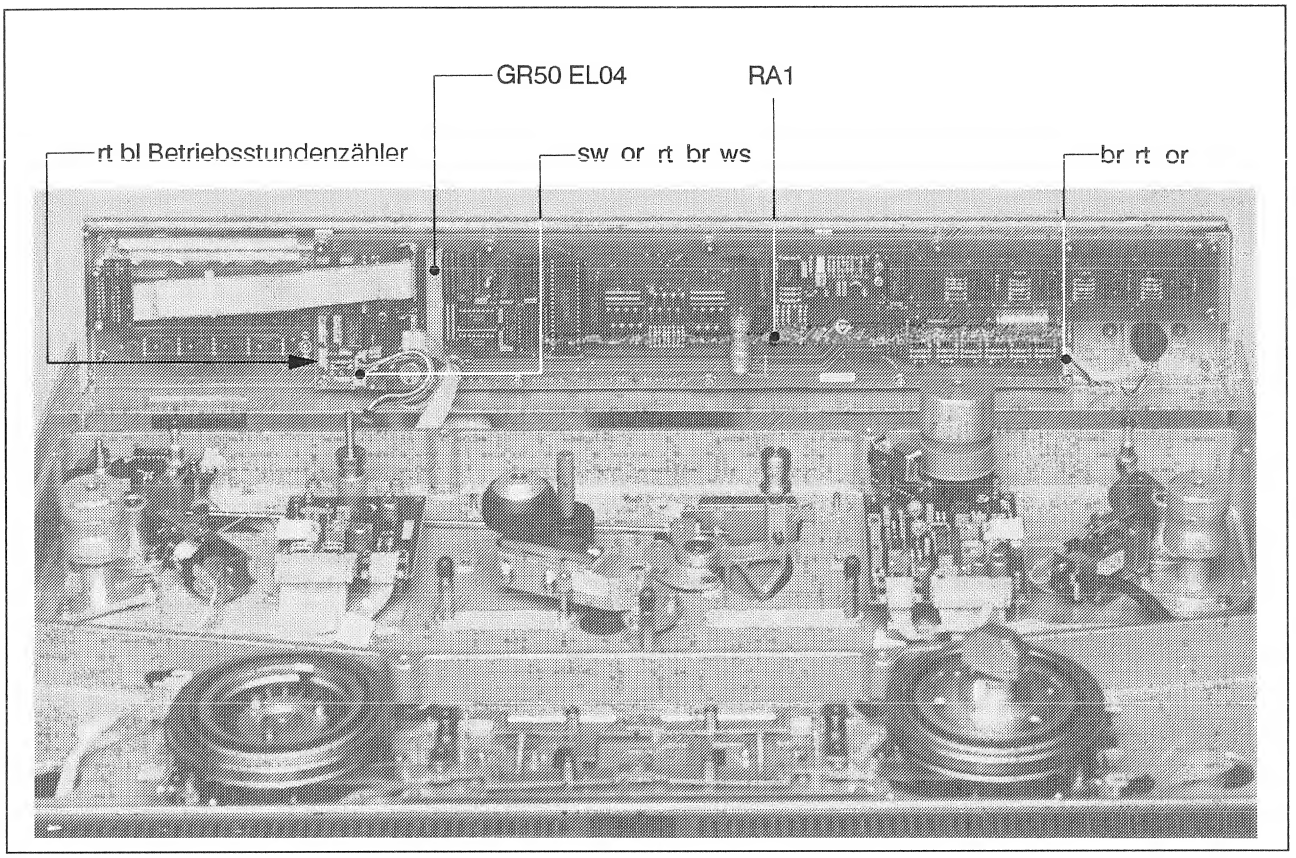

Fig. 3.4.55
- Bedienpanel leicht nach vorne ziehen und hochfahren, Siehe Fig. 3.4.55
Montage in umgekehrter Reihenfolge wobei die Anschlüsse nach Fig. 3.4.55 gesteckt werden müssen.
- Die Feineinstellung wird am Potentiometer RA1 (siehe Fig. 3.4.55) vorgenommen.